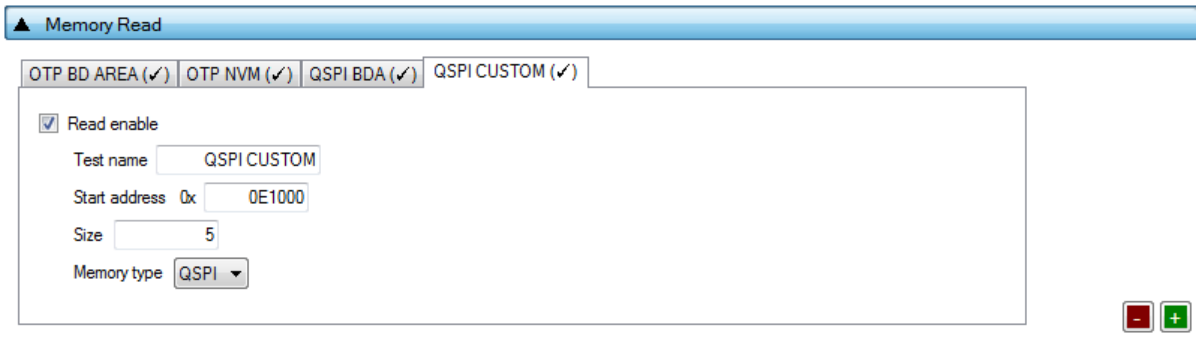

**Figure 103: Memory Read Test - DA1469x**
*Memory Read Tests* can have multiple instances with different settings. Tests can be added or removed using the two buttons (e.g. - and + in Figure 103) at the bottom right side of each panel.